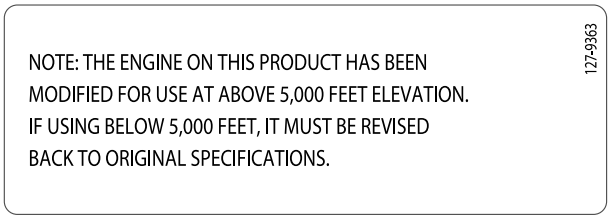

**Figura3**
**În cazul în care nu suntei siguri dacă motorul a fost modificat pentru altitudini mari, căutai următoarea etichetă (Figura3).**